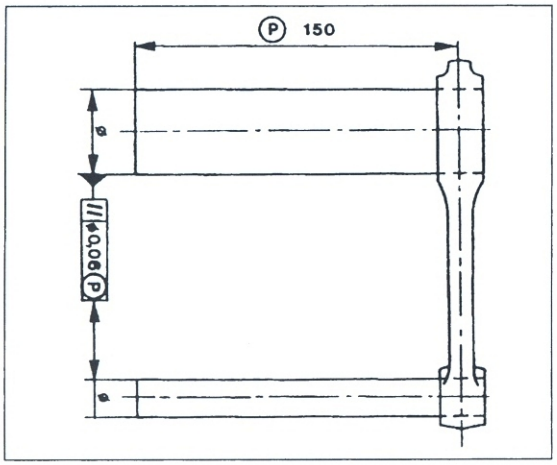

Bild 139
- Pleuelbohrungen mit genau zugeschliffenen Messdornen in Pleuelauge und -Lager auf Parallelität prüfen. Auf Prüflänge «P» Bild 139 darf Messdifferenz nicht grösser als 0,06 mm sein.